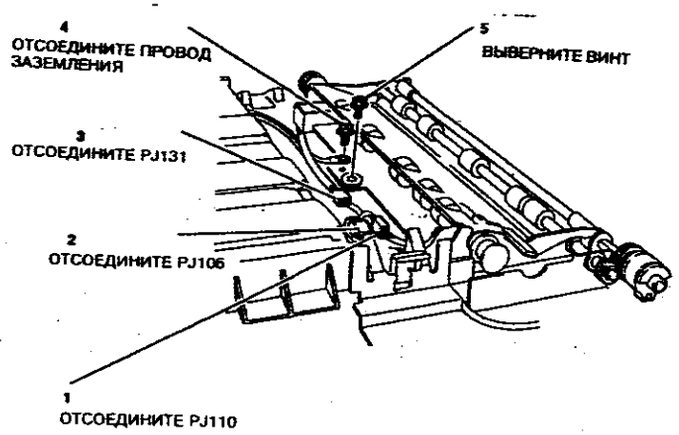

**Рисунок 2. Подготовка к снятию узла тракта регистрации бумаги**
10.(Рисунок 2) Подготовьтесь к снятию узла тракта регистрации.